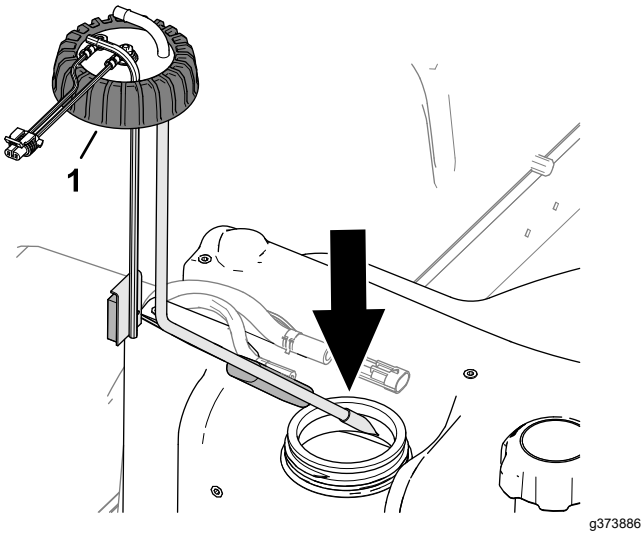

**Figuur 92**
2. Monteer de brandstofaanzuigbuis en de vlotter voorzichtig in de brandstoftank (Figuur 92).